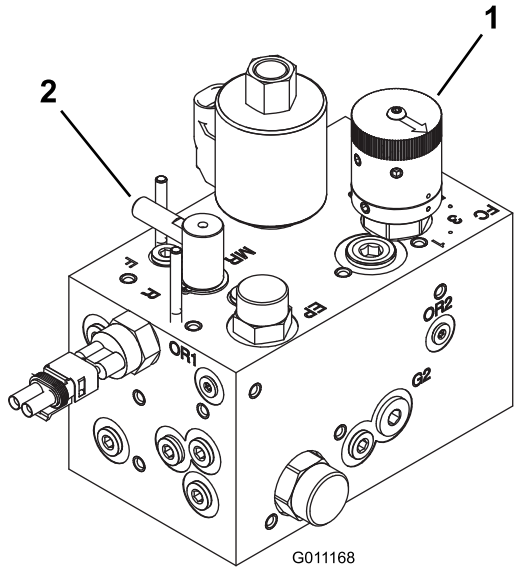

**Figur 44**
2. Drej knappen til regulering af knivcylinderhastigheden (Figur 44) til den talindstilling, du fandt i trin1.